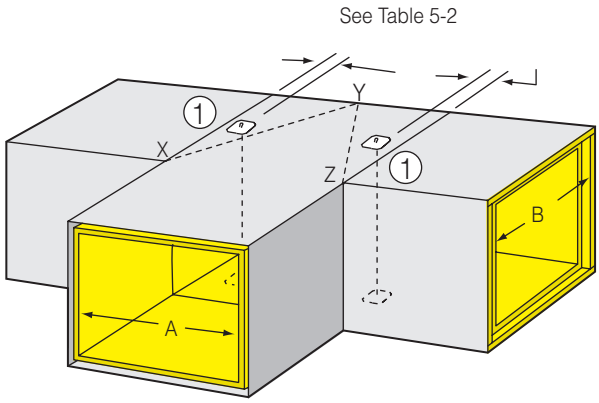

Fig. 5-18A. Tee reinforcement at female shiplap joints.
If A is less than the maximum unreinforced duct dimension but diagonals X-Y or Y-Z exceed the maximum allowable unreinforced duct dimension, install tie rods per ① Fig. 5-18A, from female shiplap. (See Table 5-2)